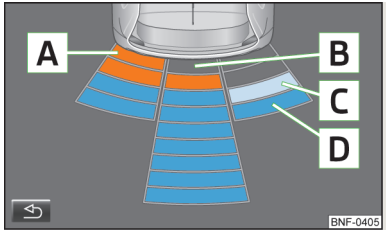

Fig. 83
Screen display » Fig. 83
- A An obstacle appearing in the collision zone is shown as an orange-coloured segment » Fig. 83. **Do not drive the vehicle!**
› By tapping the symbol button ⮌ in the MFP screen » Fig. 83.